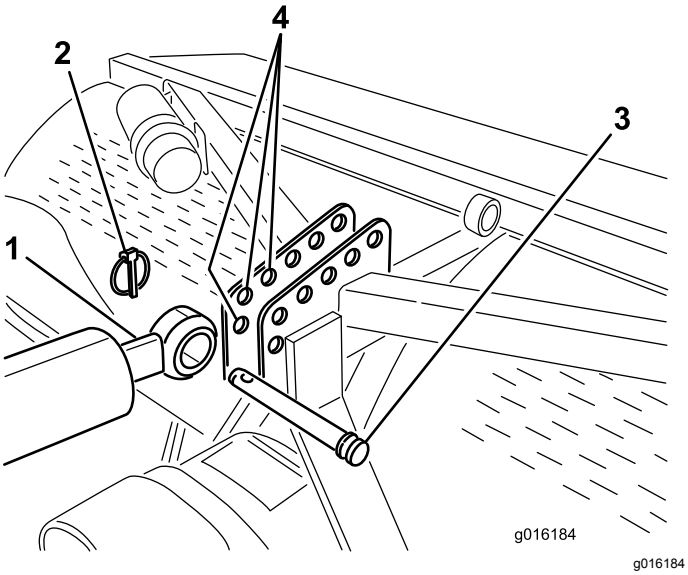
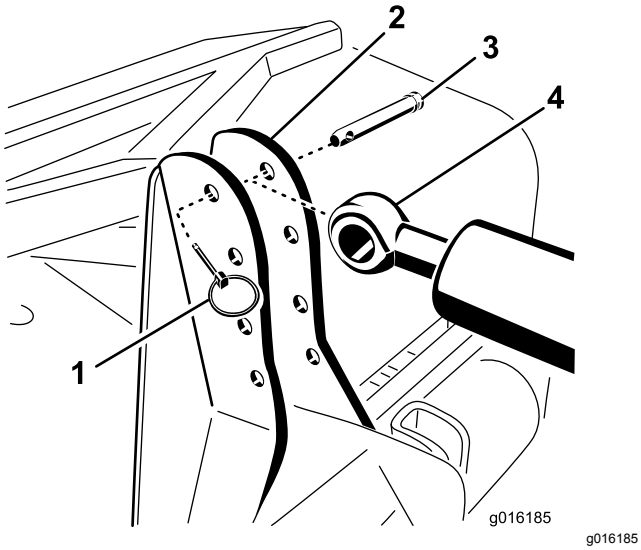

Figuur 6
Figuur 7
7. Bevestig het uiteinde met de stang van de hydraulische bovenste schakel zo ver mogelijk vooraan in een opening van de beugel van de beluchter met de draaipen en de lynchpen (Figuur 6 of Figuur 7).